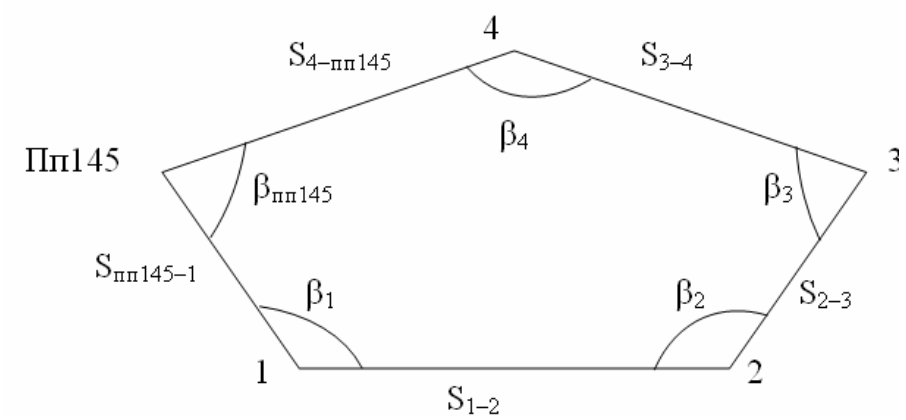

Рис.10. Схема теодолитного хода
1) замкнутый теодолитный ход, включающий 5 вершин (станций) (рис. 10);